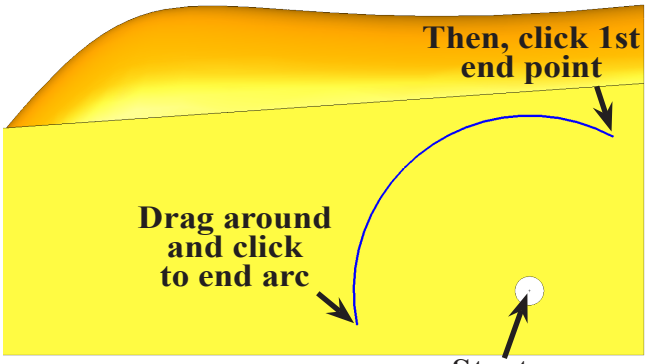

Fig. 90
Step 5. Click the centerpoint of rear axle hole to start the arc and move the cursor to the upper right. Click to place the first endpoint of arc, then move cursor counterclockwise. Click to place the second endpoint, **Fig. 90**.